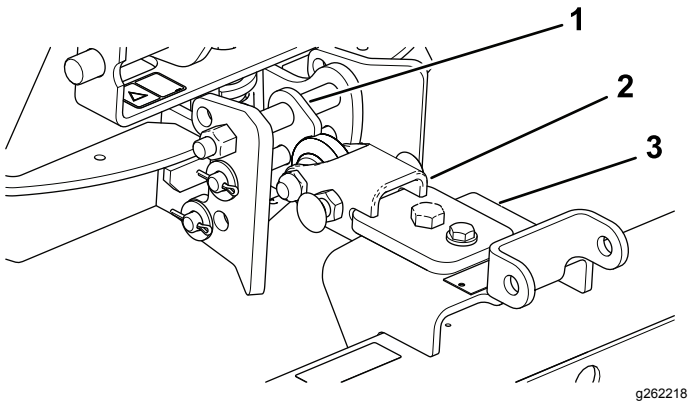

図 15
1. ヒッチアセンブリを、角度の付いている側が上になるようにして取り付ける図 15。
2. 牽引バーをハンガーアセンブリの上側に組み付ける図 15。